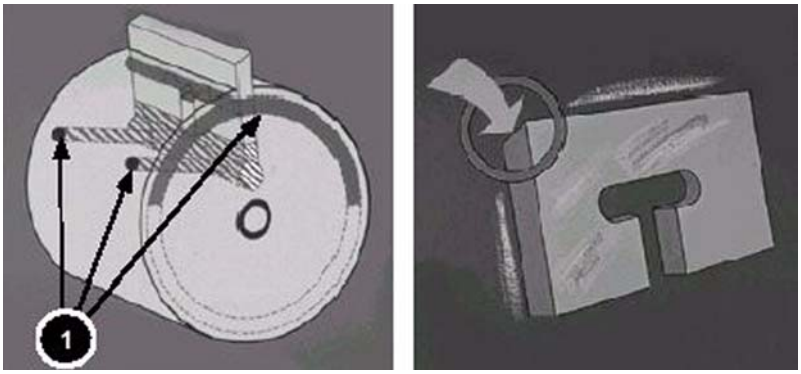

**Figure 57**
The vanes (Figure 57) are initially held against the displacement ring by centrifugal force created by the rotation of the rotor. As flow increases, the resultant pressure that builds from the resistance to that flow is directed into passages in the rotor beneath the vanes (1).